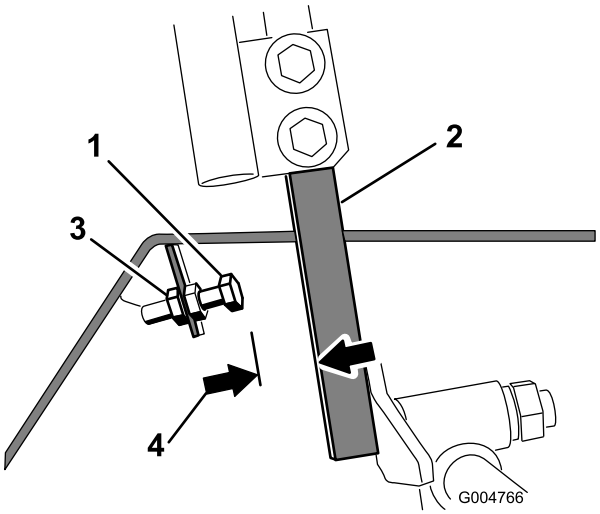

**Rysunek 57**
4. Odkręć przeciwnakrętkę na śrubie ogranicznika dźwigni sterowania (Rysunek 57).